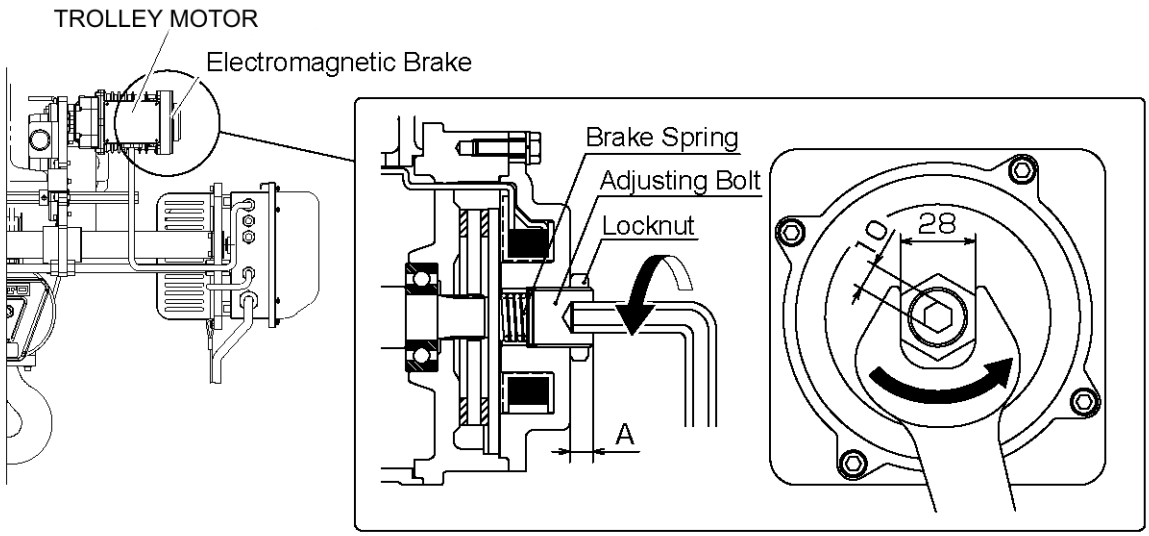

Figure 6-4 Trolley Motor Brake Adjustment
6.5.4 Motor Brake Check - See **Figure 6-4**.
2) The Trolley Motor Bake is factory set/adjusted for optimal brake force. The brake torque can be changed in accordance with brake wear. The brake torque can be changed by changing the projection amount (Dimension A) of the Adjusting Bolt on the back of the trolley motor. Using **Figure 6-4** and **Table 6-10** to adjust the trolley motor brake as needed.